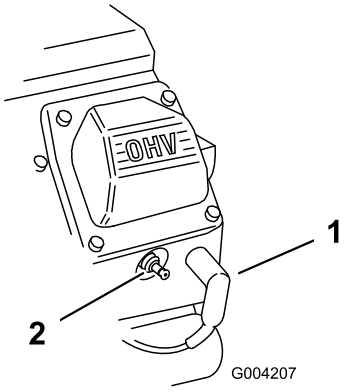

Rysunek 49
2. Odłącz przewody od świec zapłonowych (Rysunek 49).
3. Podłącz przewody do świec zapłonowych (Rysunek 49).